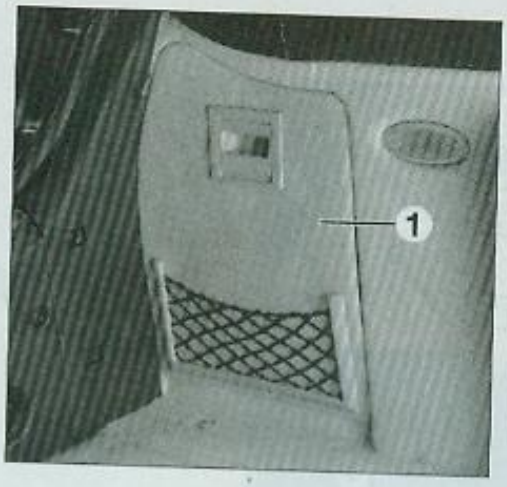

FIG. 71
- Déposer la trappe (1) **(Fig.71)**.